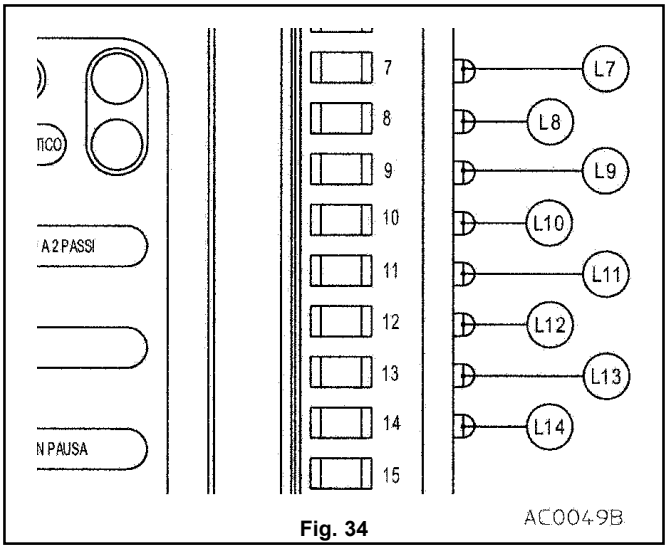
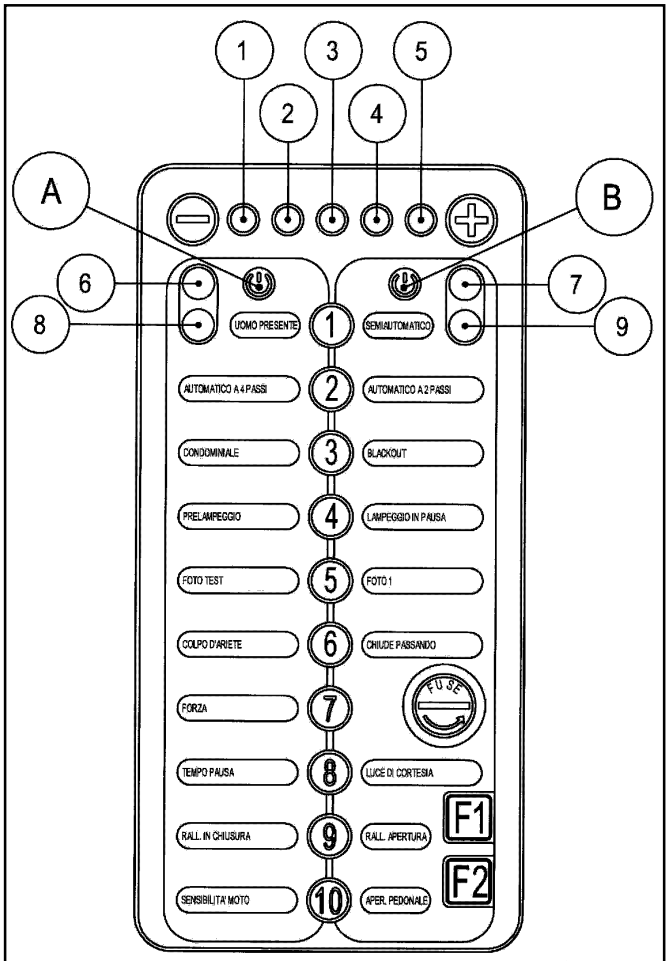

Fig. 34
Fig. 37
Una fila di 8 led (fig. 34) è presente sul lato destro della scheda, sotto i morsetti.
I led L7...L14 (fig. 34) sono accesi quando il corrispondente segnale è presente, ragion per cui per i comandi normalmente chiusi saranno normalmente accesi e viceversa. Tali led evidenziano quindi un eventuale malfunzionamento dei dispositivi collegati.
La tastiera (fig. 37) posta sulla centrale permette la parametrizzazione di tutte le funzioni necessarie per un funzionamento sicuro e controllato dell'automazione.
- La selezione della tastiera destra o sinistra avviene premendo uno dei due pulsanti con il simbolo dell'interruttore: il pulsante **A** (fig. 37) attiva la <**TASTIERA SINISTRA**>, quello **B** (fig. 37) seleziona la <**TASTIERA DESTRA**>.
- Quando la tastiera è stata selezionata, i led rossi (8 e 9 fig. 37) e verdi (6 e 7 fig. 37) lampeggiano in modo alternato, è possibile impostare i parametri corrispondenti con i tasti da 1 a 10.
- La fila di led orizzontali rossi (da 1 a 5 fig. 37) indica il valore impostato per un dato parametro: più sono i led illuminati, più il valore del parametro è alto. Sono utilizzati anche come segnalazione di stato per alcuni parametri.
- I led laterali rossi (8 e 9 fig. 37) indicano uno stato di parametri non impostati se lampeggiano, mentre indicano la rilevazione del segnale di finecorsa (destro o sinistro) quando sono accesi (luce rossa fissa).
- Il led laterali verdi (6 e 7 fig. 37) indicano uno stato di parametri impostati o di corretto funzionamento a seconda della tastiera selezionata.
e) Quando si accende il led 1 di fig. 37 l'apprendimento è andato a buon fine e si possono rilasciare i tasti.
h) Verificare che i 2 led rossi <OFF> (8 e 9 fig. 37) lampeggino e che abbiano luce fissa 4 degli 8 led laterali (fig. 34):
d) Non appena raggiunto il fine corsa di chiusura (cancello completamente chiuso) rilasciare il comando; uno dei due led rossi <OFF> (8 e 9 fig. 37) segnala il raggiungimento del fine corsa di chiusura ponendosi in condizioni di luce fissa.
d) Verificare che i led verdi 6 e 7 (fig. 37) lampeggino ad indicare che esiste un valore di velocità memorizzato.
- Verificare che il led 8 o 9 della tastiera (fig. 37) segnali il raggiungimento del finecorsa mediante luce fissa sia in apertura che in chiusura.